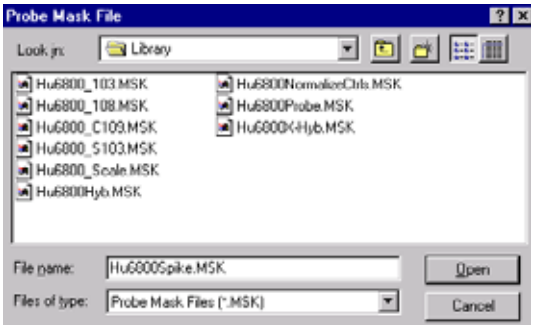

Figure G.39
⇒ The Probe Mask File dialog box appears **(Figure G.39)**.
2. Enter a name in the **File Name** box for the new spike probe mask, then click **Open** **(Figure G.39)**.